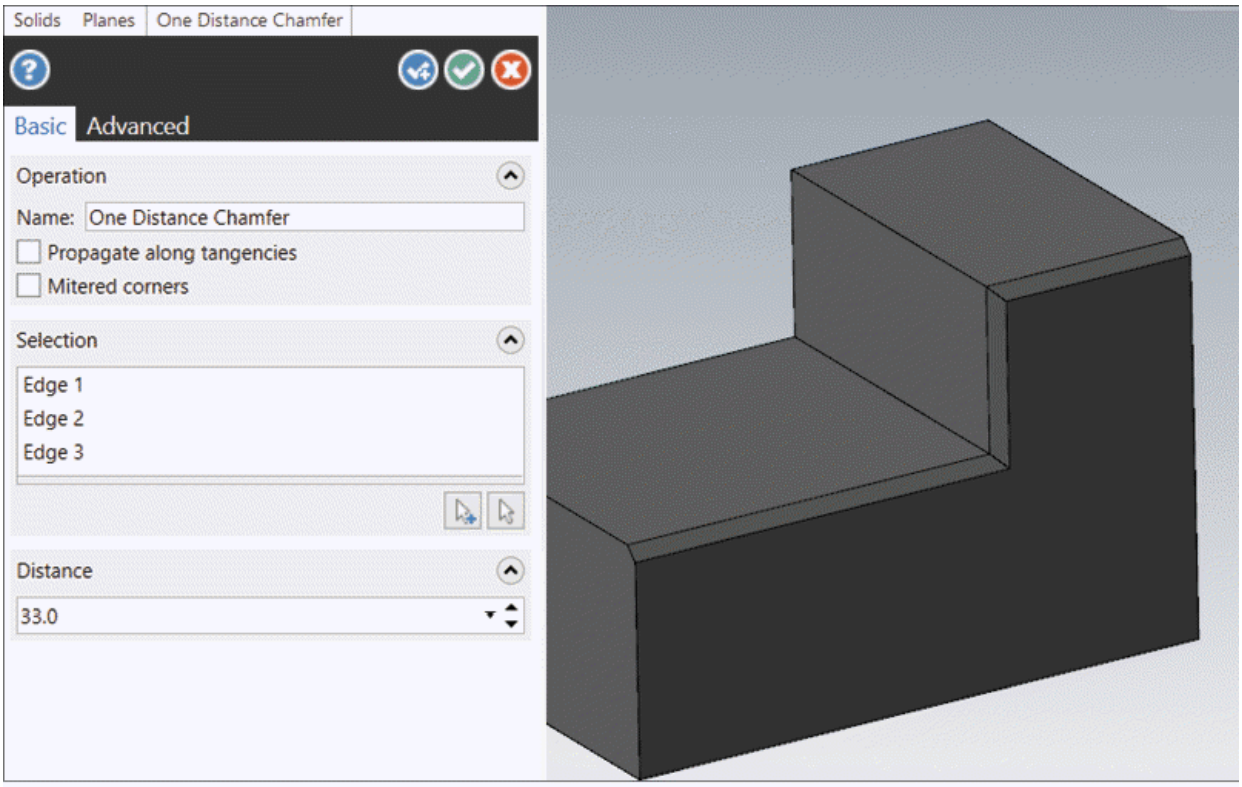

Figure-57. Preview of chamfer
- Select desired edges, faces, and solids to which you want to apply chamfer and click on the **OK** button from the **Solid Selection** dialog box. Preview of the chamfer will be displayed; refer to Figure-57.